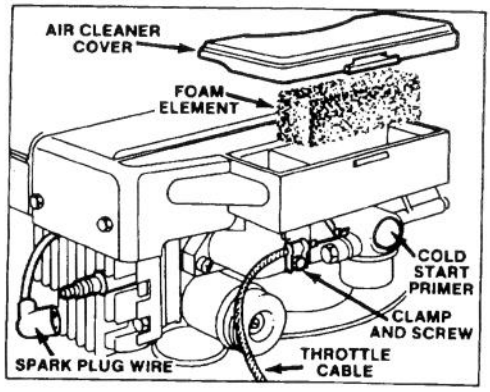

Figure 13
Before starting engine when temperature is below 50° F (10° C), push cold start primer 5 times (Fig. 13), pausing 2 seconds between each push.
2. Lift off air cleaner cover and clean thoroughly (Fig. 13).
3. If top of foam element is dirty, remove it from air cleaner body (Fig. 13). Clean thoroughly.
1. Stop engine and pull wire off spark plug (Fig. 13).
2. Clean around spark plug and remove plug from cylinder head (Fig. 13).
4. Loosen cable clamp screw until throttle cable slides (Fig. 13). Move carburetor control arm as far to the left as possible. Pull throttle cable slightly to remove any slack and tighten cable clamp screw to lock adjustment in place.